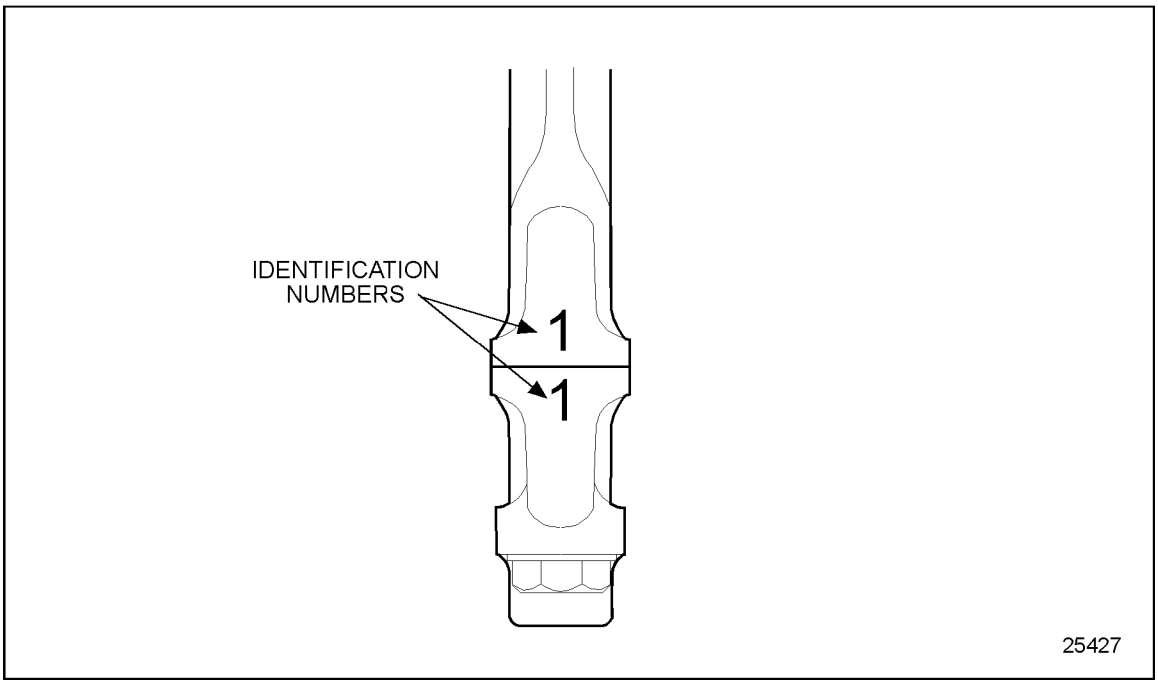

Figure 1-290 Connecting Rod and Cap Identification
10. Assemble the bearing cap and lower bearing shell to the connecting rod after removal. If not already marked, match-mark the rod and cap (on the tang side) with the cylinder number from where they were removed. See Figure 1-290.